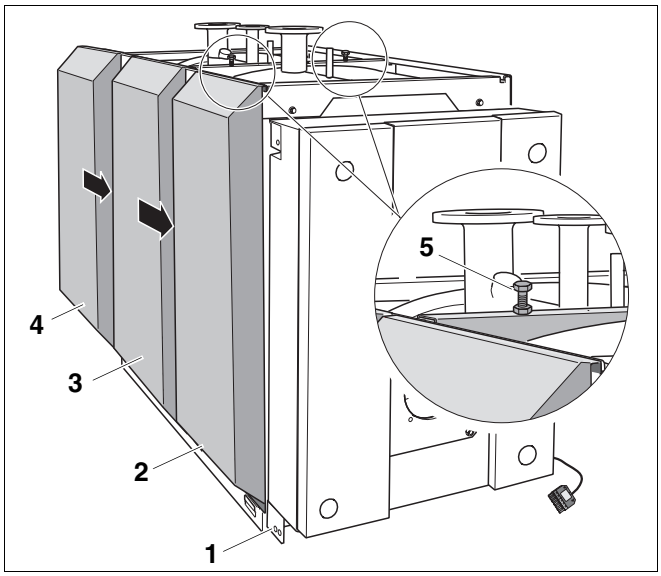

Рис. 32 Монтаж задней и средней левых боковых стенок
Для упрощения монтажа средних и задних боковых стенок (рис. 32, **поз. 3** и **поз. 4**), оставьте при подвешивании зазор между боковыми стенками для Ваших рук.
- Установить среднюю боковую стенку (рис. 32, **поз. 3**) за язычки на раме котла и подвесить отбортовку заподлицо на боковую траверсу.
- Задвинуть среднюю боковую стенку (рис. 32, **поз. 3**) на переднюю боковую стенку (рис. 32, **поз. 2**).
- Установить заднюю боковую стенку (рис. 32, **поз. 4**) за язычки рамы котла и подвесить отбортовку на боковую траверсу.
- Задвинуть заднюю боковую стенку (рис. 32, **поз. 4**) на среднюю боковую стенку (рис. 32, **поз. 3**).
- Отрегулировать среднюю траверсу 2 регулировочными винтами (рис. 32, **поз. 5**) так, чтобы боковые стенки были параллельны.